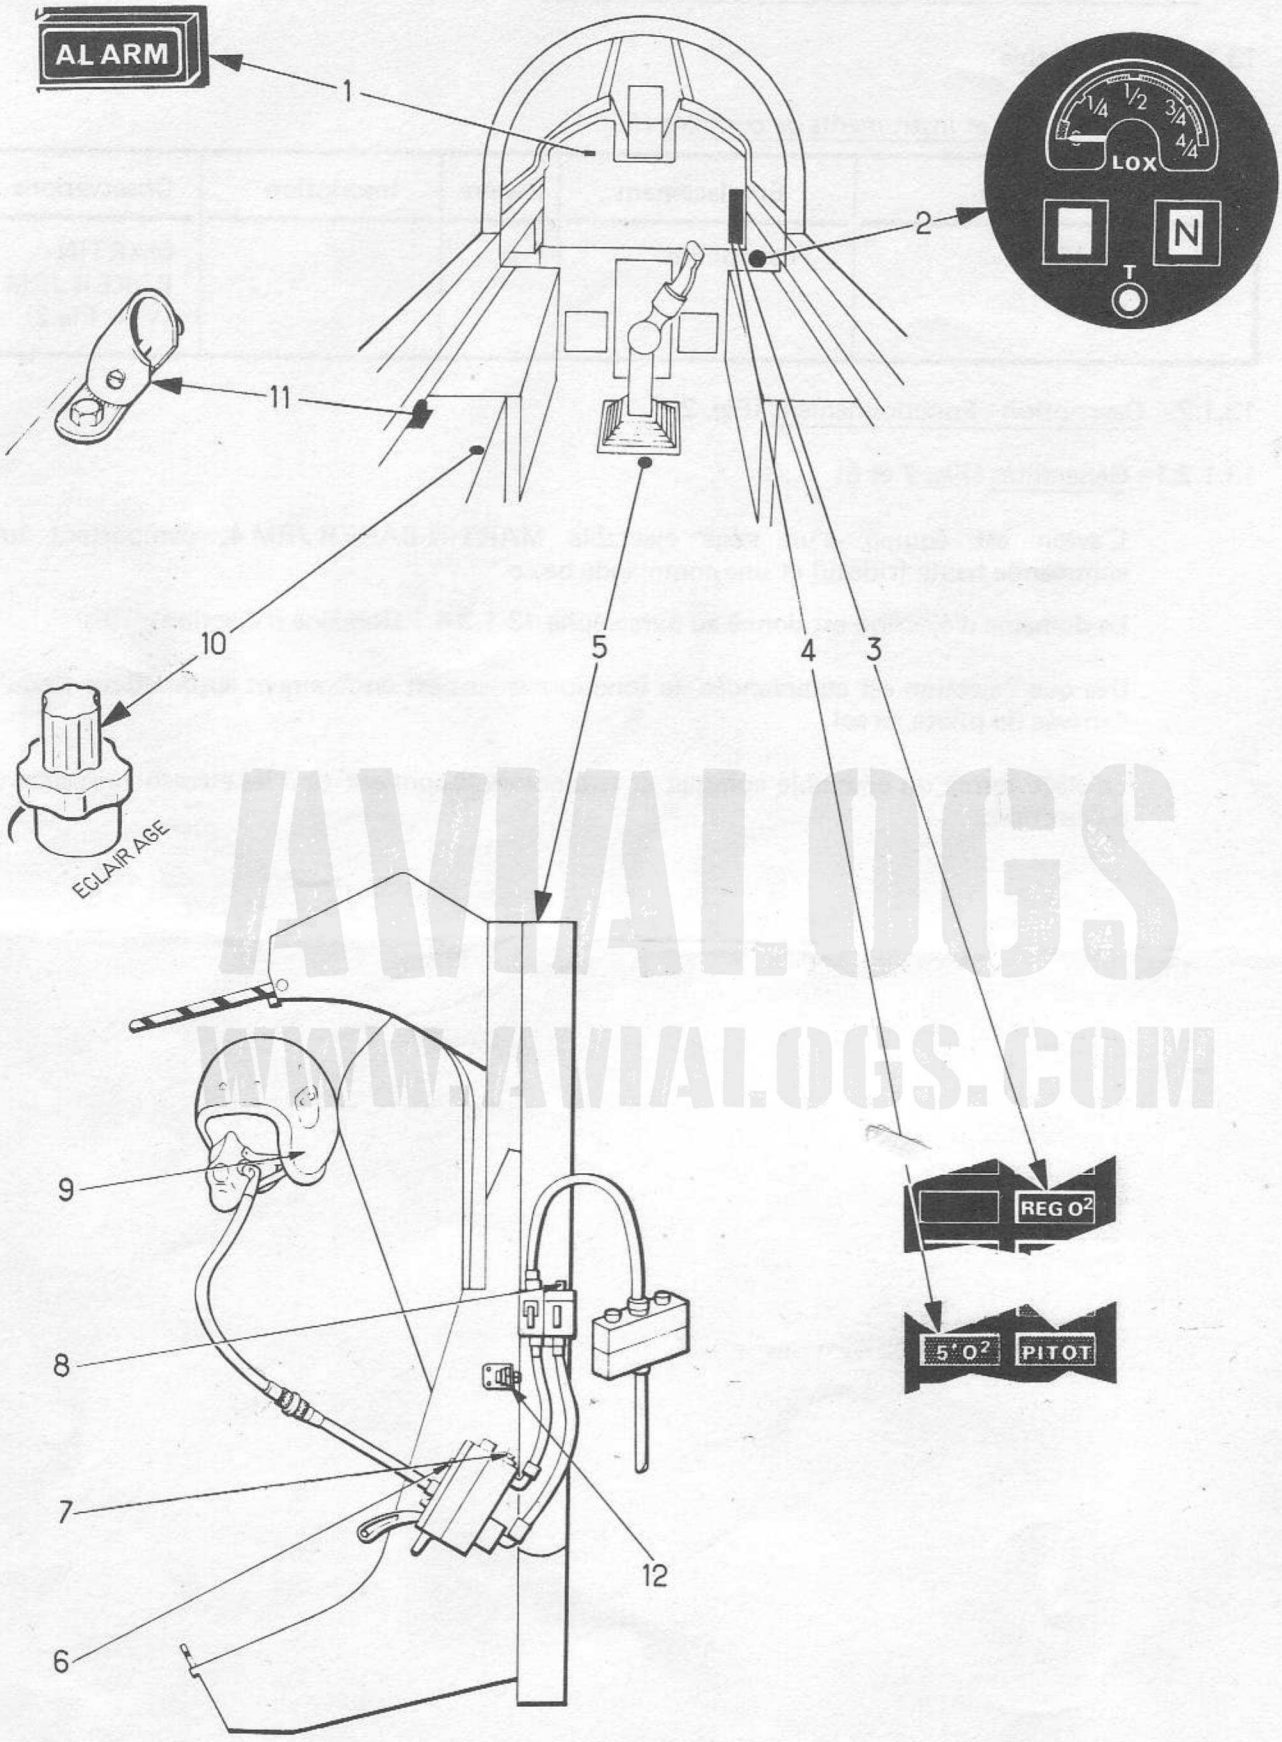

FIGURE 1 - COMMANDES ET CONTROLES DES EQUIPEMENTS PILOTE ET SYSTEMES ASSOCIES
13.1.1 - Commandes et instruments de contrôle (Fig. 1)